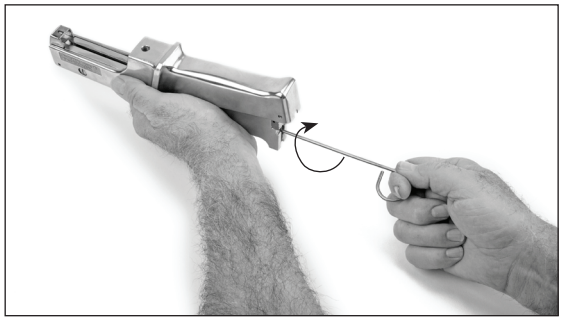

Figure 1. Turn ring 90°
3.2 Turn 90° clockwise to lock. See Figure 1.